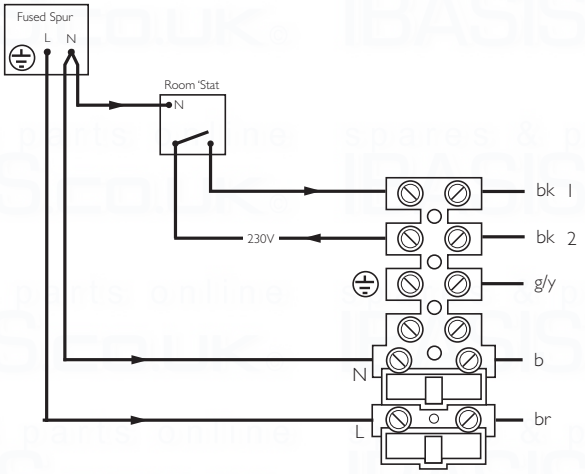

Fig. 41
NOTE: An external frost thermostat cannot be used in conjunction with the integral timer. The integral timer can be replaced with the blanking plate supplied in the installation kit, and wiring connected as in Fig. 41.
6. Remove the link between terminals 1 & 2. The 230V supply at terminal 2 must be connected to the thermostat. The switched output from the thermostat must be connected to terminal 1 (Fig. 41). If the room thermostat being used incorporates an anticipator it MUST be wired as shown in Fig. 41.